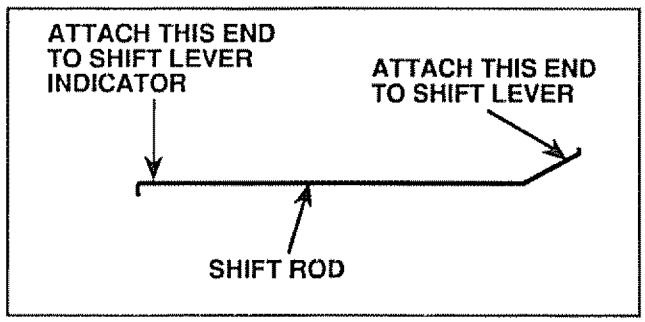

FIGURE 6
- Insert one end of Shift Rod (Fig. 6) into hole of Shift Lever Indicator.